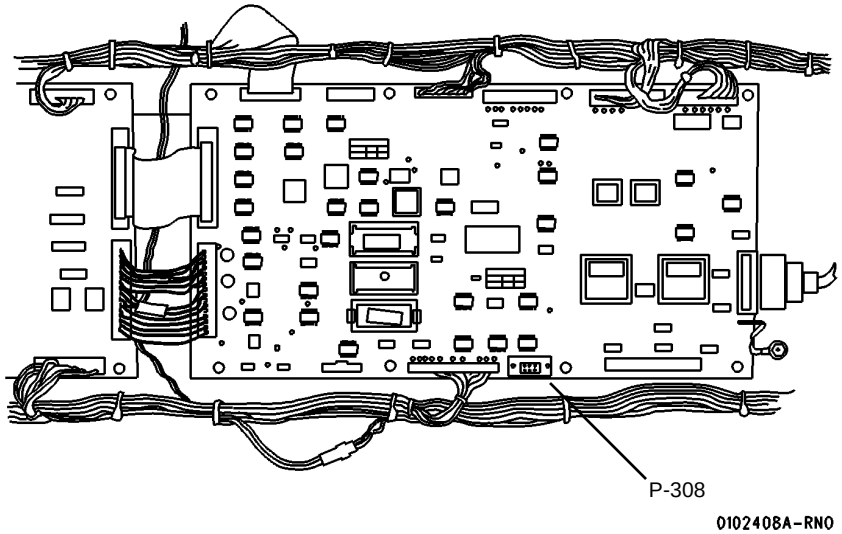

**Figure 1 Serial Port Connection - Printer Main PWB**
2. (Figure 1 ): Connect a null-modem cable between the serial port of the laptop computer and the serial port J-308 on the Printer Main PWB.